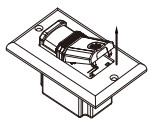

Figure 7: Lift the screwdriver upward to open the cover.
2. Gently lift the screwdriver upward to unlatch the cover (see figure 7).